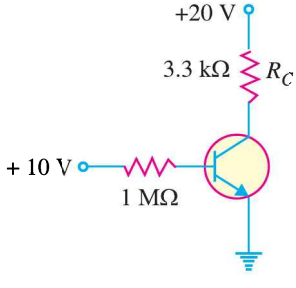

Fig. 8.70
8. Draw the d.c. load line for Fig. 8.70.
9. If the collector resistance R_C in Fig. 8.70 is reduced to 1 kΩ, what happens to the d.c. load line ?